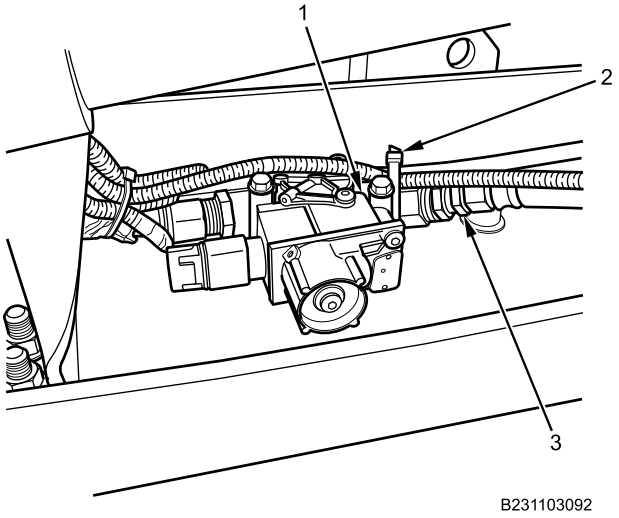

Figure 5. Modulator Valve.
6. Remove and discard cable lock straps (Figure 5, Item 2) as needed.
7. Remove outer air line hose (Figure 5, Item 3) from modulator valve (Figure 5, Item 1).